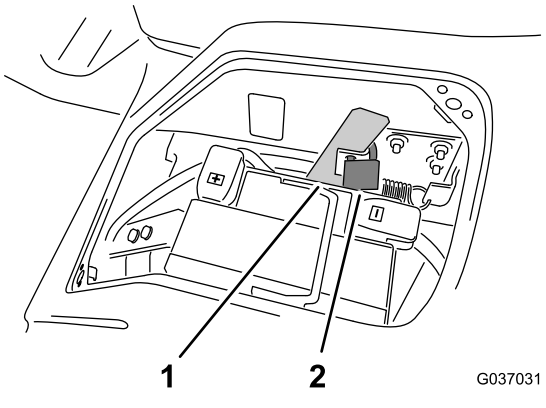

Figure 2
2. S'il est présent, retirez le cadenas qui fixe la poignée du loquet de la plate-forme (Figure 2).